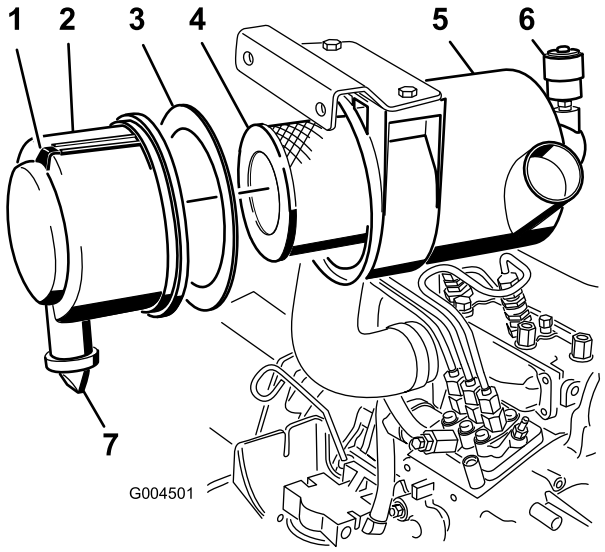

Figur 34
3. Efterse luftfilteret, når advarselslampen for luftfilter lyser rødt eller for hver 400 timer, og efterse det hyppigere under ekstremt støvede eller snavsede forhold (Figur 34).